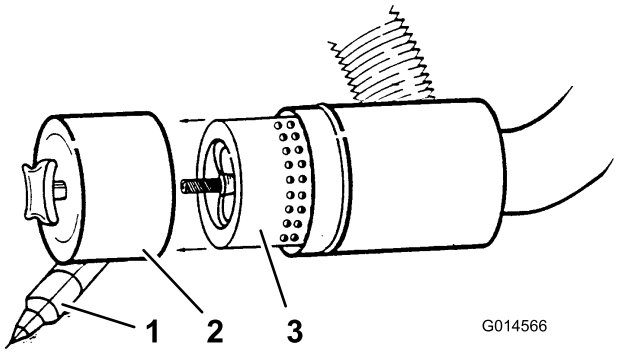

Figuur 51
Geef het primaire luchtfilter uitsluitend een onderhoudsbeurt als de onderhoudsindicator (Figuur 51) dit aangeeft. Als u het luchtfilter vervangt voordat dit nodig is, wordt alleen maar de kans vergroot dat er vuil in de motor komt als het filter wordt verwijderd.
3. Verwijder en vervang het filter (Figuur 51).